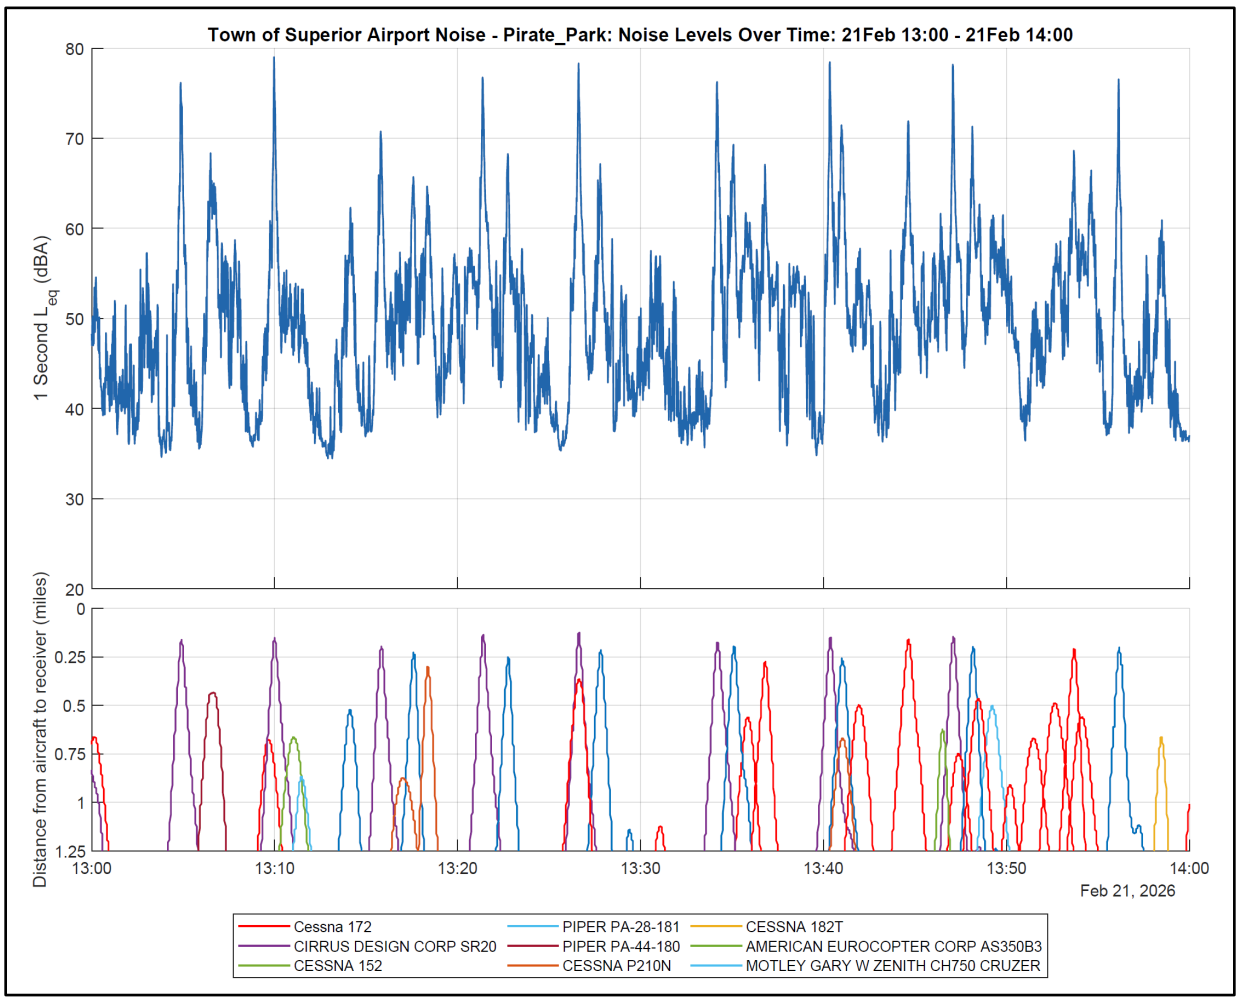

Figure 6 – Noise Levels and Aircraft Operations during an Example Hour on Median Day (Pirate Park)
- Figure 6 shows an hour on this day, during which time the measured noise level was often above ambient conditions (35 dBA for this hour), meaning that aircraft noise was regularly present.